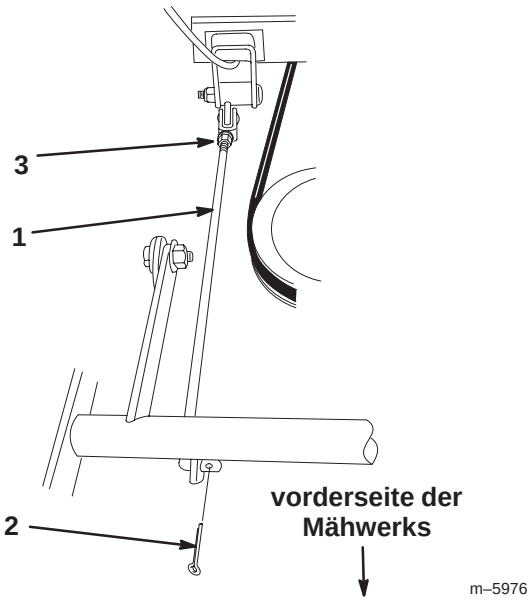

Bild 31
4. Entfernen Sie den Splint vorne an der Einstellstange (Bild 31).
5. Lösen Sie die Mutter hinten an der Einstellstange (Bild 31).